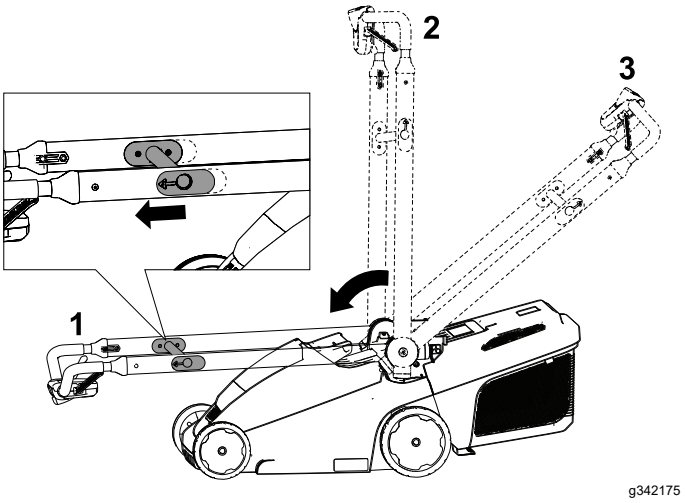

Figura 21
2. Tirate il braccio di rilascio della stegola verso la maniglia superiore per rilasciare il blocco della maniglia (Figura 21).
3. Ripiegate la maniglia a metà in avanti in posizione verticale, o completamente in avanti in posizione di rimessaggio verticale come mostrato nella Figura 21.